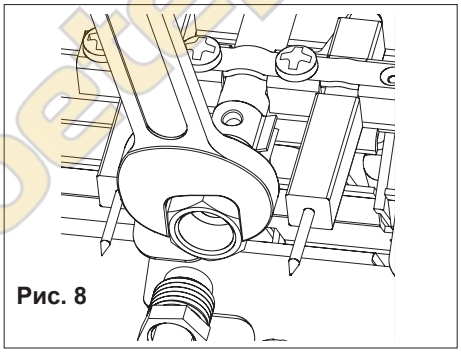

**Рис. 8**
- установить форсунку запальной горелки с новой прокладкой из комплекта для перевода на сжиженный газ (рис.8).